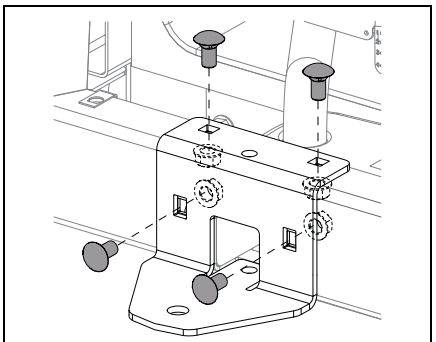

Bild 9
Se Bild 9.
2. Placera släpvagnsdraget på ramen som i Bild 9.